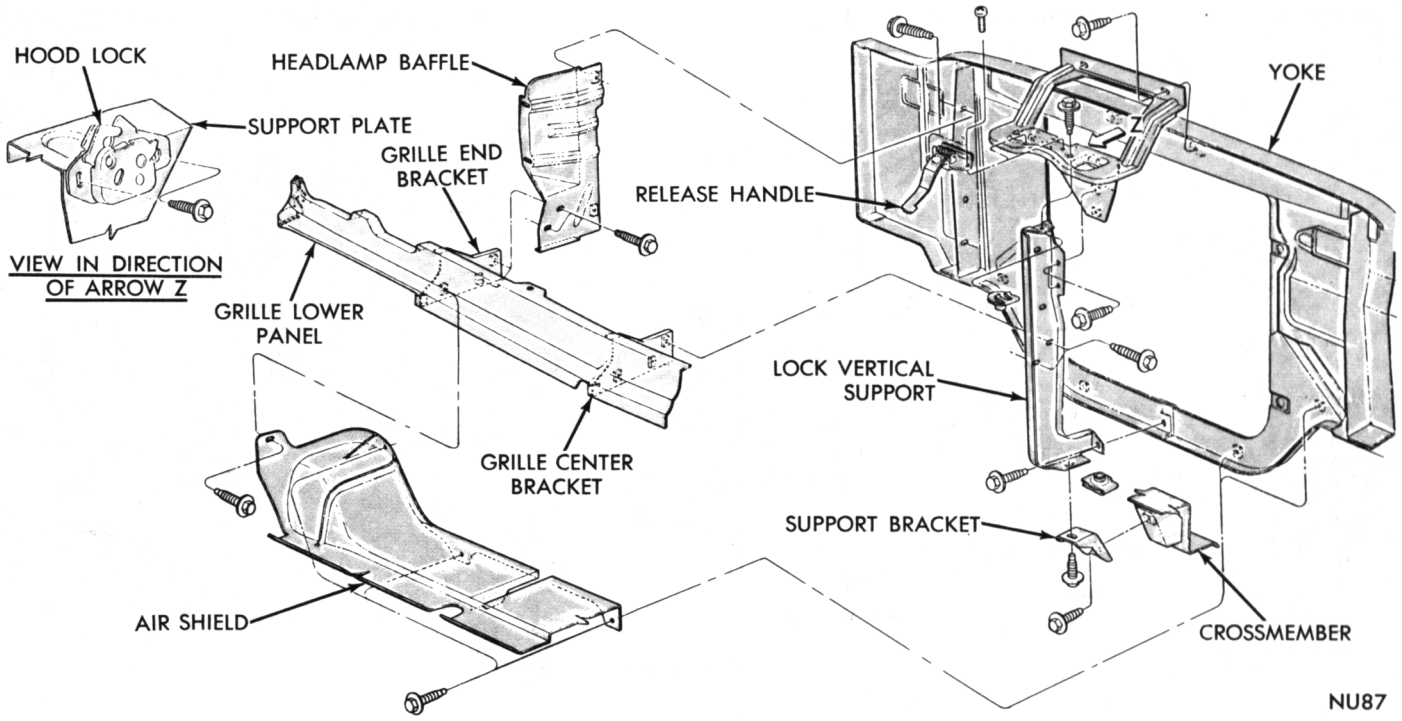

Fig. 8—Radiator Yoke Assembly
(1) Remove radiator assembly.
(2) Remove hood lock striker bar, horn and head lamp wiring from yoke support.
(3) From under the fenders remove wheelhouse to yoke support screws (Fig. 8).
(4) Remove support to frame screws and support.
Refer to (Fig. 8) for air shield and cross bar attaching points.